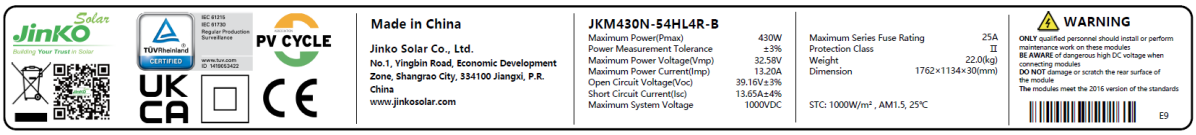

Rysunek 1. Przykładowa tabliczka znamionowa.
1. *Tabliczka znamionowa (rysunek 1). Każdy moduł ma tabliczkę znamionową, na której podano typ modułu, główne parametry elektryczne i dotyczące bezpieczeństwa oraz inne dane.*